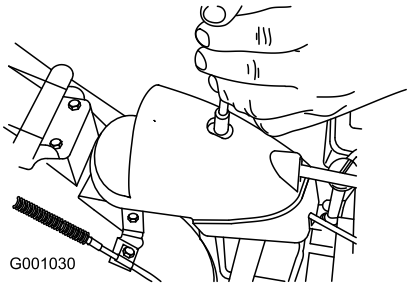

Figur 51
1. Fjern lukkemekanismen på geardækslet (Figur 51), løft dækslets forende op, og skub det tilbage og til siden.